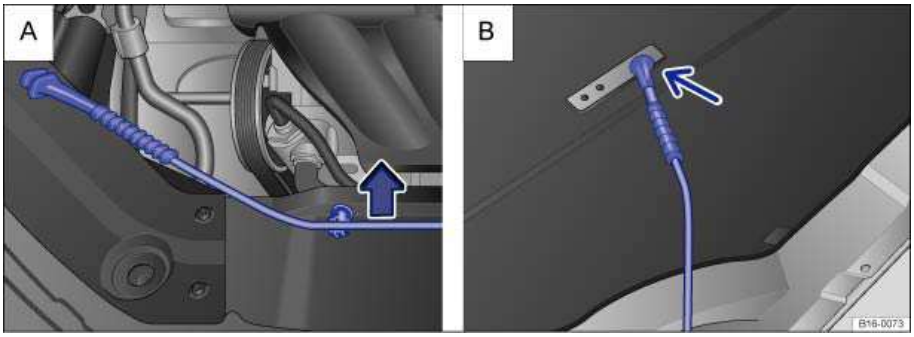

Fig. 134 A: In the engine compartment: Bracket for hood support. B: Hood propped open.
- Pull the hood support out of its bracket in the direction of the arrow ⇒ fig. 134 **A** and insert it into the opening in the hood **B** (arrow).